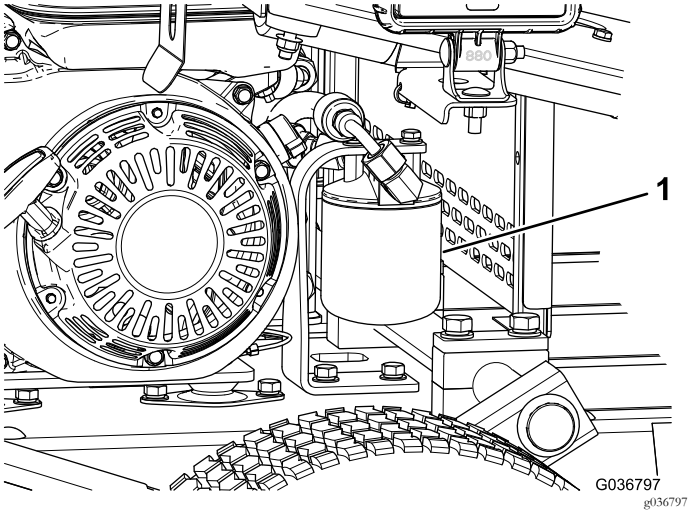

Rysunek 37
5. Umieść miskę pod filtrem i usuń filtr (Rysunek 37).